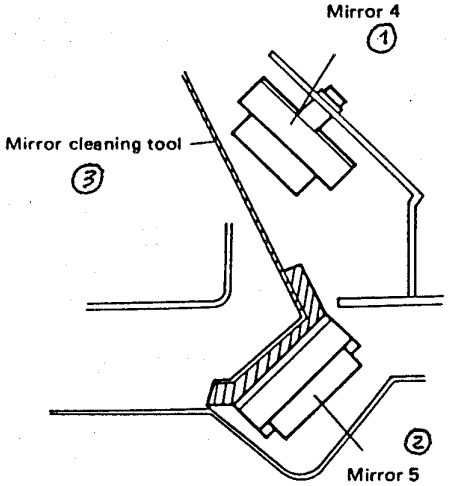

Рис. 4-16
3) Как показано на рис. 4-16, прижать приспособление для очистки зеркал к зеркалам и обеспечить скольжение этого приспособления для осуществления очистки.